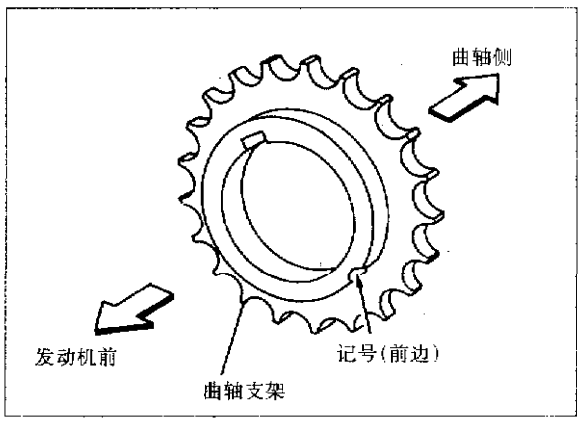

图 2-4-27
(1)见图 2-4-27,在曲轴上安装曲轴链轮。安装时应确保曲轴链轮上的安装标记朝向发动机侧。